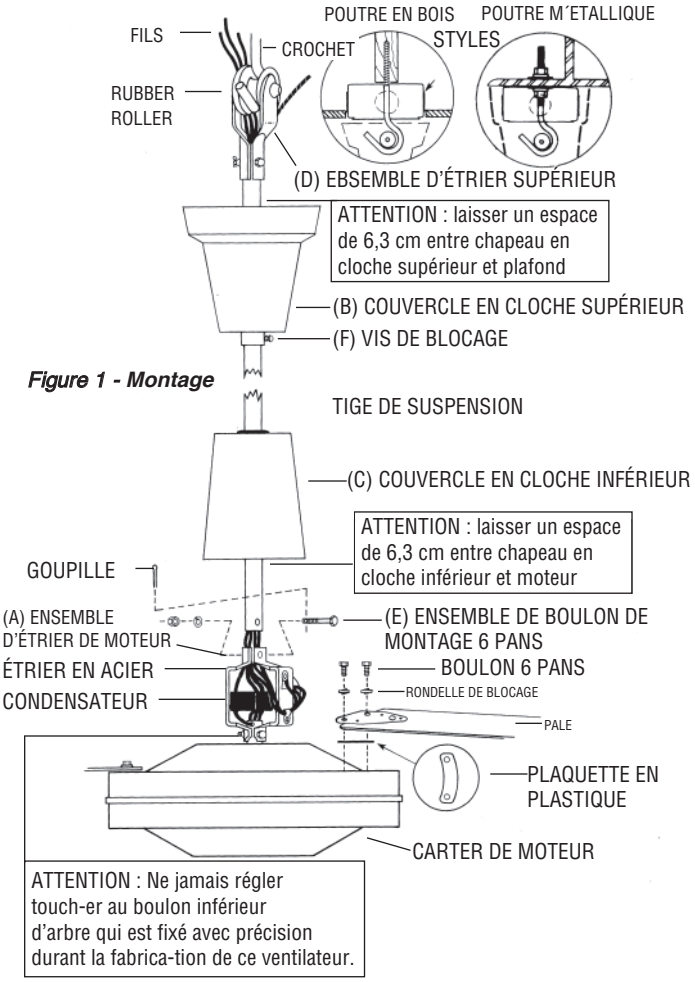

Figure 1 - Montage
2. Sur le bloc de bobinage du moteur (A), enlever la goupille cylindrique et desserrer l'écrou 6 pans. Enlever soigneuse-ment la rondelle élastique et la vis 6 pans (E). Voir la Figure 1.
3. Glisser le couvercle supérieur en cloche (B) en remontant sur la tige. Glisser le couvercle inférieur en cloche (C) en remontant sur la tige.
4. Passer les trois fils et le câble de sécurité par le trou central dans l'étrier d'acier reliant la pièce au-dessus du moteur (A), puis continuer à passer fils et câble au travers de la tige de suspension jusqu'à leur sortie en bout par l'étrier d'ac-crochage (D).
5. Monter la tige de suspension sur l'étrier (A) et remettre l'écrou 6 pans. Serrer cet écrou sur la rondelle élastique et écarter la goupille.
ATTENTION : Les pales doivent être fixées sur le moteur comme montré en Figure 1. NE PAS inverser le sens des pales à l'installation.